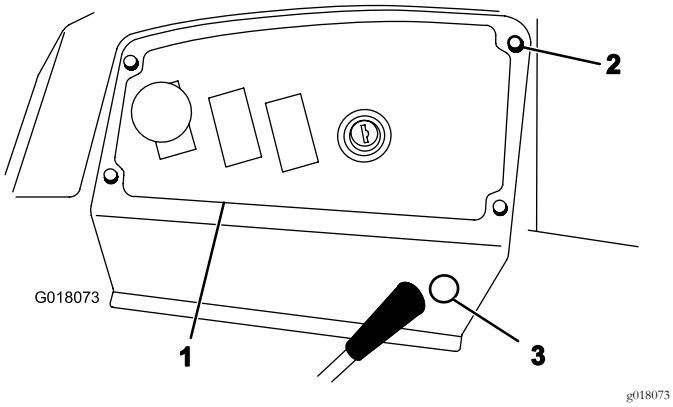

Figur 2
1. Fjern de 4 fingerskruer, der fastgør kontrolpanelets plade til maskinen (Figur 2).
6. Fjern udtrykningsproppen fra siden af kontrolpanelets plade (Figur 2).